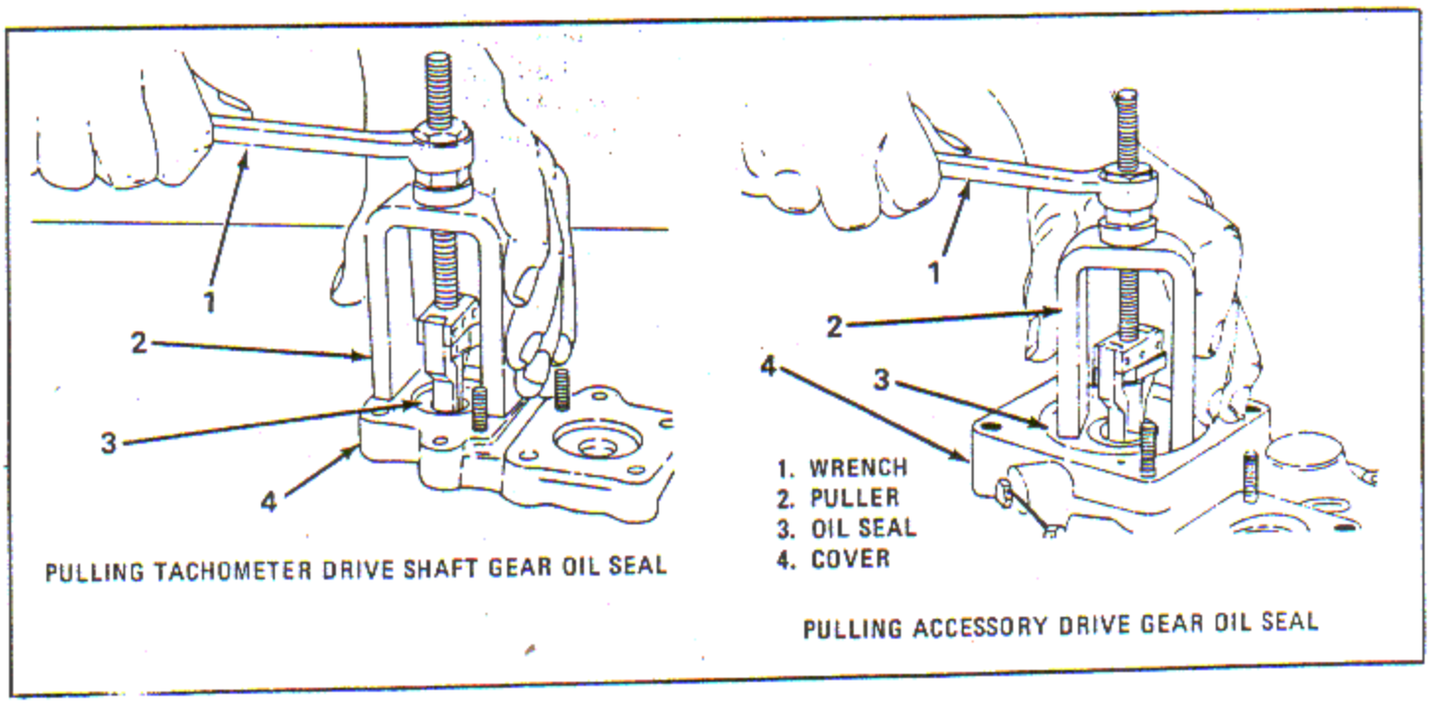

Figure 4-49. Pulling Tachometer Drive Shaft Gear Oil Seal and Accessory Drive Gear Oil Seal
i. Pull the two oil seals (3, figure 4-49) from the cover (4) with puller (2). Turn the lock on the puller to release the clamps. Install the clamps through the oil seal and lock them in position. Remove the seal by turning the hex nut with a suitable wrench (1).
a. Remove the upper and lower accessory drive gear oil seals (3, figure 4-49) from their covers (4) using puller (2).